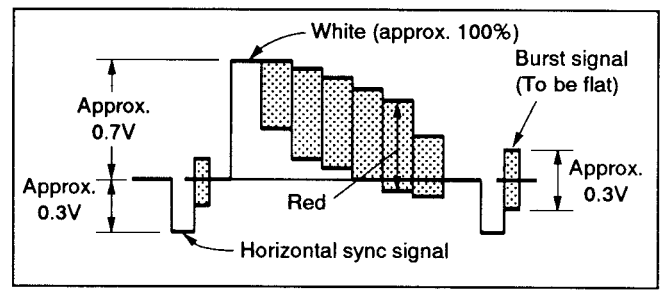

Fig. 7-2.
In this adjustment, PAL pattern generator is connected with Pin ⑳ of EURO-AV connector. When check to tuner, connected AERIAL terminal. Check that the amplitudes of video signal SYNC signal, of picture portions, and of burst signals are flat at approximately 0.3, 0.7 and 0.3V, respectively, and that the level ratio of the burst signal and "red" signal are 0.30:0.66. Fig. 7-2. shows video signals (color bars) used in adjusting the video section.
Make sure that sync and color burst signals meet requirements specified at setup of adjustment shown in Fig. 7-2.